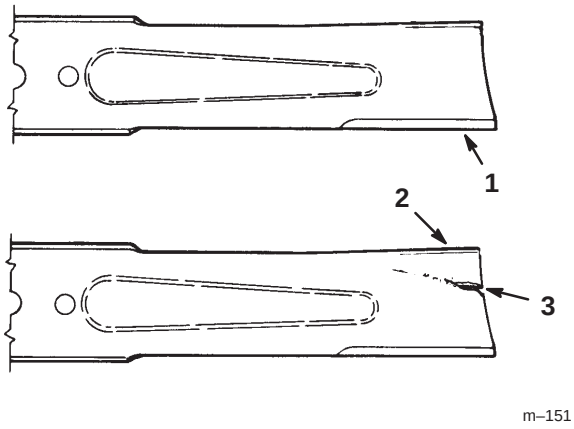

Figure 32
1. Inspect the cutting edges (Fig. 32). If the edges are not sharp or have nicks, remove and sharpen the blades; refer to Sharpening the Blades, page 33.
2. Inspect the blades, especially the curved area (Fig. 32). If you notice any damage, wear, or a slot forming in this area (item 3 in Fig. 32), immediately install a new blade.